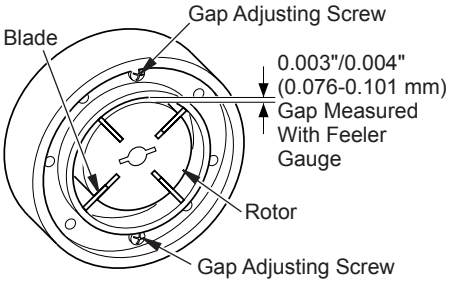

Figure 32 - Gap Adjusting Screw Locations
8. Check gap on rotor. Adjust to 0.076/0.101 mm (0.003"/0.004") if needed (see Figure 32, page 18).